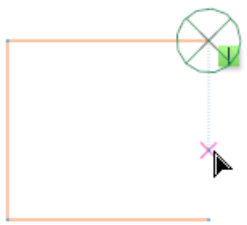

Figure 2-3 *Cursor moved out of the Target symbol perpendicular to the endpoint*
2. Specify three points in the drawing area to draw an arc. If you want to draw an arc from the endpoint of an existing entity, select the endpoint of that entity. As you select the endpoint, the **Target** symbol appears at the endpoint of the entity. Move the cursor along the tangent direction through a small distance, a rubber-band arc appears with one end attached to the endpoint of the entity and the other end attached to the cursor. Note that when you move the cursor out of the **Target** symbol perpendicular to the endpoint, an arc is drawn by specifying three points. In this case, the rubber-band arc does not appear, refer to Figure 2-3.